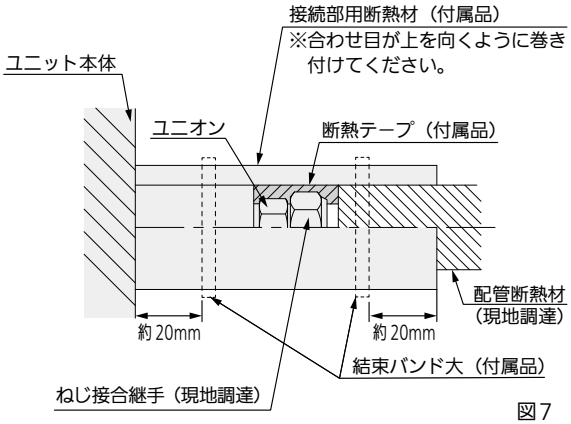

図 7
- 図 7 に従って液管・ガス管とも、断熱してください。ねじ接合継手部に断熱テープ（付属品）を巻き付けてください。配管接続部には接続部用断熱材（付属品）を隙間がないように巻き付け、結束バンド大（付属品）で締め付けてください。結束バンドの余分な部分は切断してください。